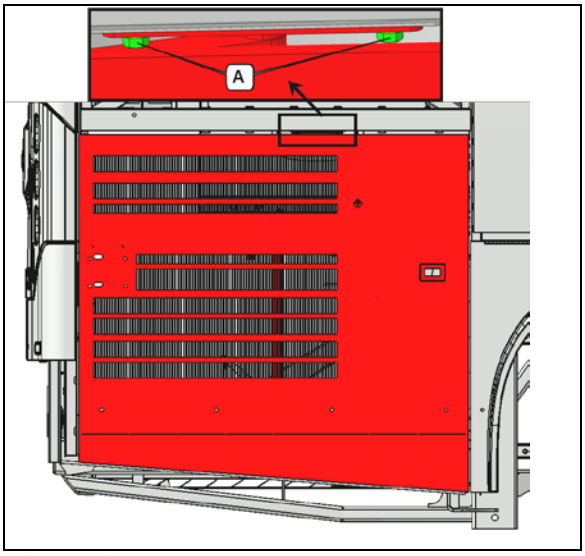

**FIGURE 106**
2. Make sure bolts A are tight (**FIGURE 106**).